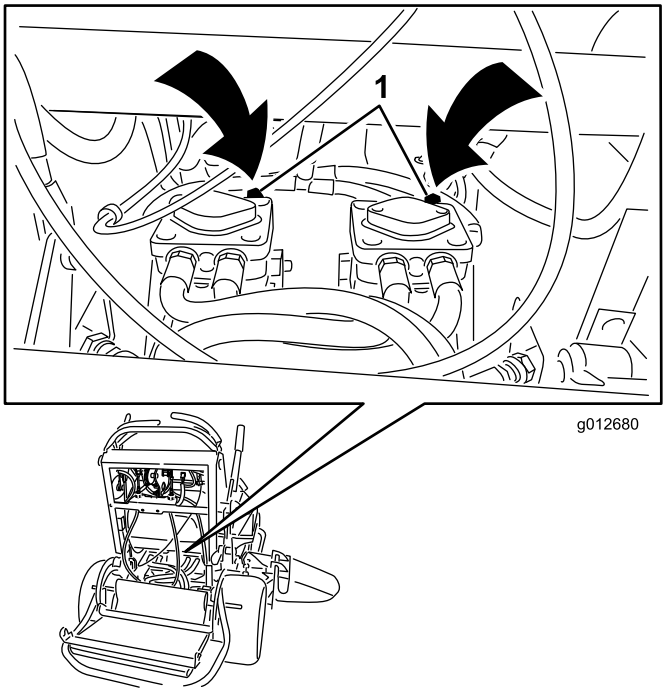

Figure 24
3. Ouvrez les vannes de dérivation des deux pompes en les tournant 1 à 2 fois dans le sens antihoraire. Cela permet au liquide hydraulique de contourner les pompes et aux roues de tourner (Figure 24).